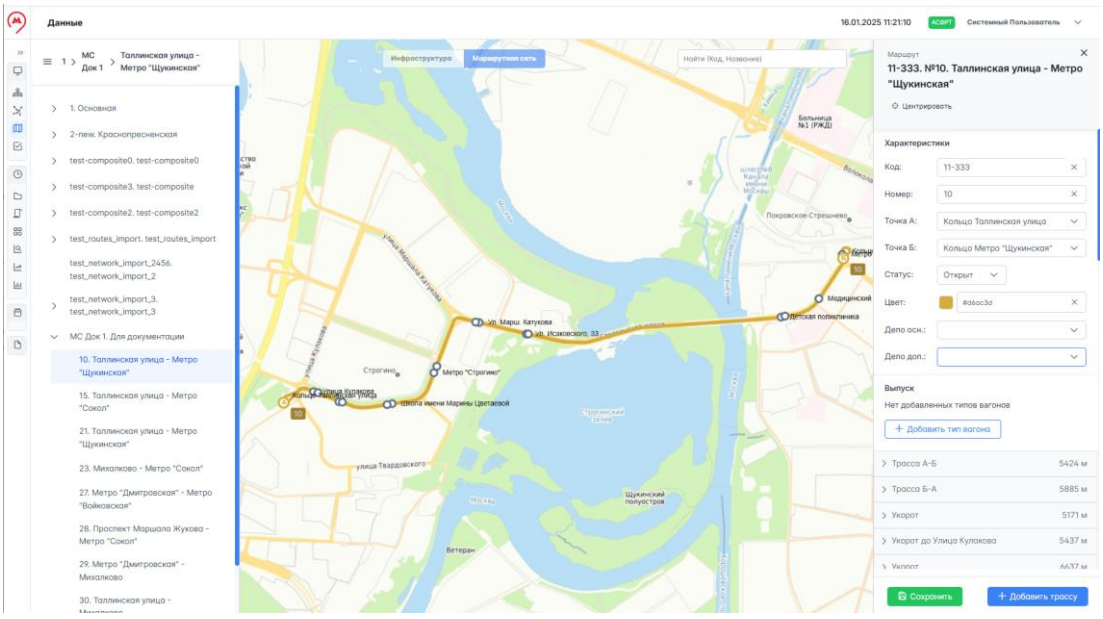

Рисунок 50 – Редактирование маршрута
2. В таблице данных блока маршрутов текущей МС в столбце "Опции" нажать на , произойдёт переход на страницу "Карта" и откроется окно редактирования маршрута (рисунок 50).